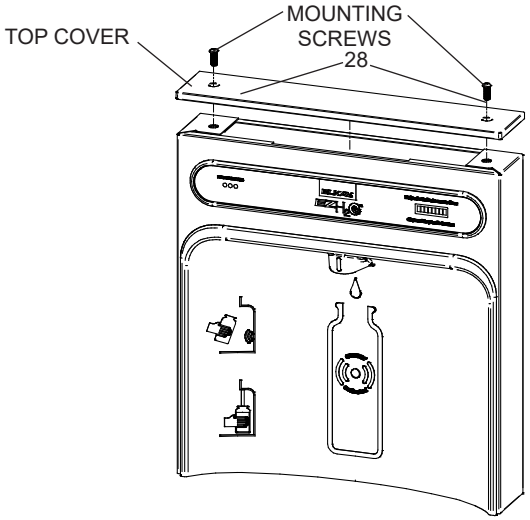
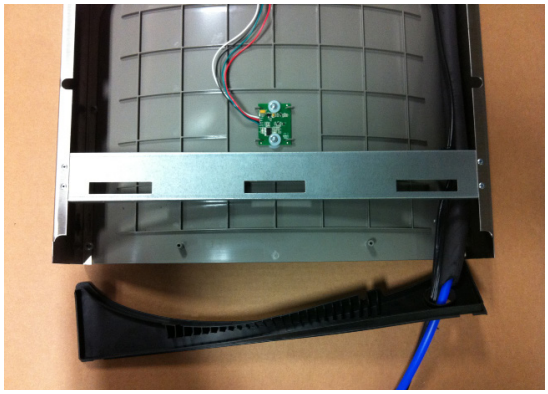

Fig. 5
Fig. 6
1) **Remove two (2) mounting screws** with 5/32" Allen wrench holding top cover to Bottle Filler (See Fig. 5). Remove top cover. Note do not discard mounting screws, they will be needed to reinstall top cover.
7) **Feed power cord** & 3/8" water line through hole in tower/basin gasket (See Fig. 6).
8) **Once Bottle Filler is installed** on wall plate tabs, water line, wire(s) and power cord are installed properly, push top of Bottle Filler toward wall and line up top cover two (2) holes.
9) **Reinstall Top Cover on Bottle Filler** (See Fig. 5) with two mounting screws from step 1 above. Caution, do not over tighten screws.